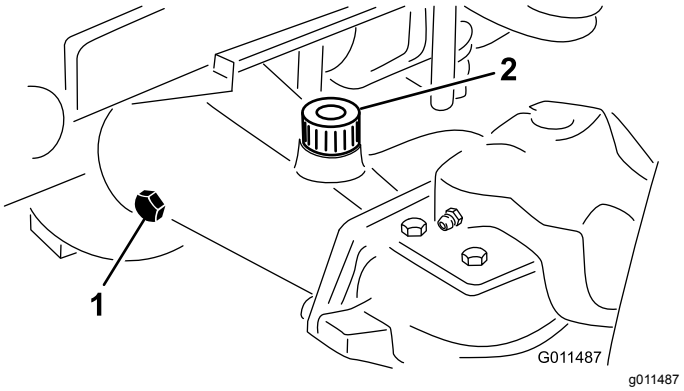

Figur 16
2. Ta ut en kontrollplugg på den ene enden av akselen (Figur 16), og kontroller at oljen når opp til bunnen av hullet. Hvis nivået er lavt, fjerner du fyllepluggen (Figur 16) og fyller olje til den når opp til bunnen av kontrollplugghullene.